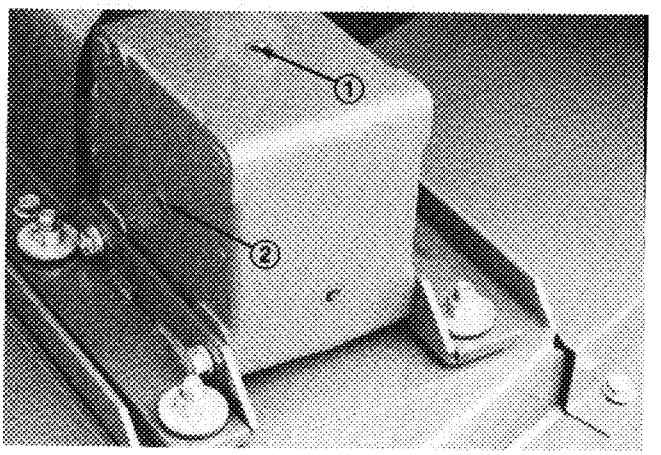

Figure 16
2. Remove check plug from side of gear box (Fig. 16) and make sure lubricant is up to bottom of hole. If level of lubricant is low, remove fill plug on top of gear case and add enough lubricant to bring it up to bottom of hole in side.